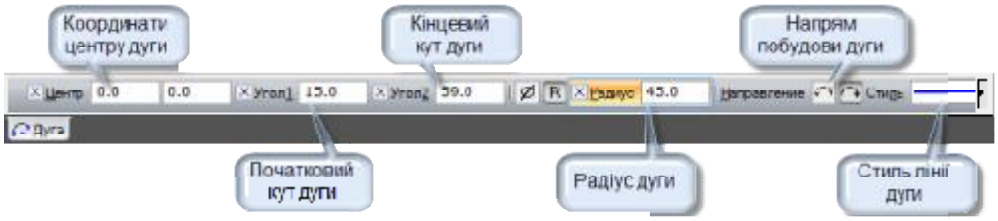

Рисунок 1.5 – Панель властивостей дуги.
2) Побудова дуги з початковим та кінцевим кутами нахилу 15° та 59° відповідно і радіусом 45 мм (див. рис. 1.5):